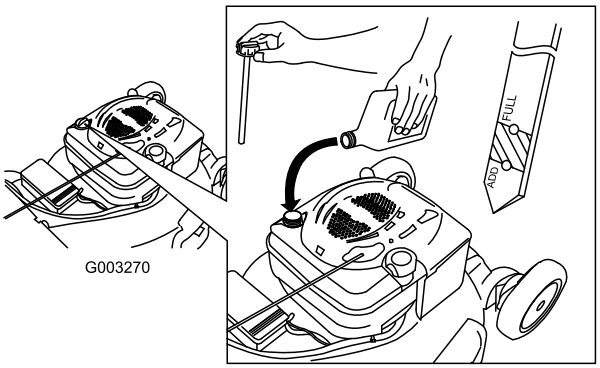

Figur 10
2. Tag målepinden ud (Figur 10).
5. Tag målepinden ud, og kontroller oliestanden på målepinden; se Figur 10.